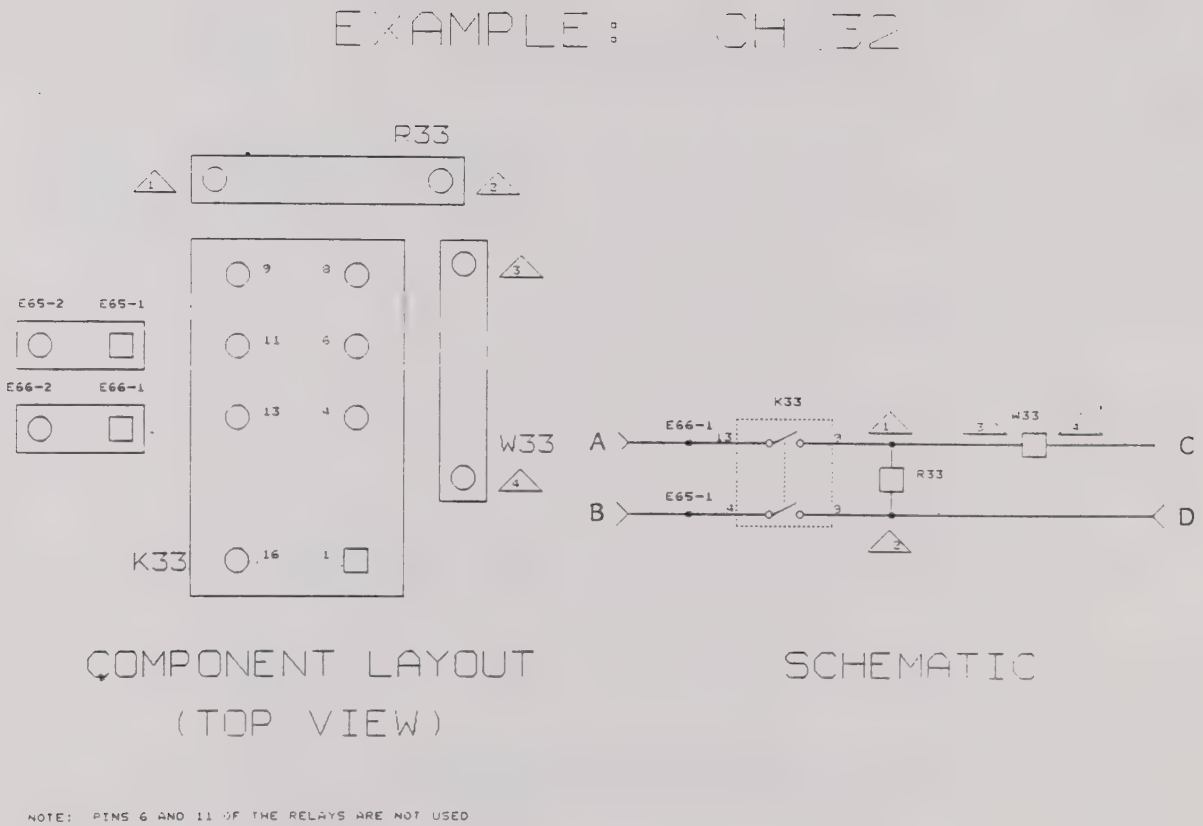
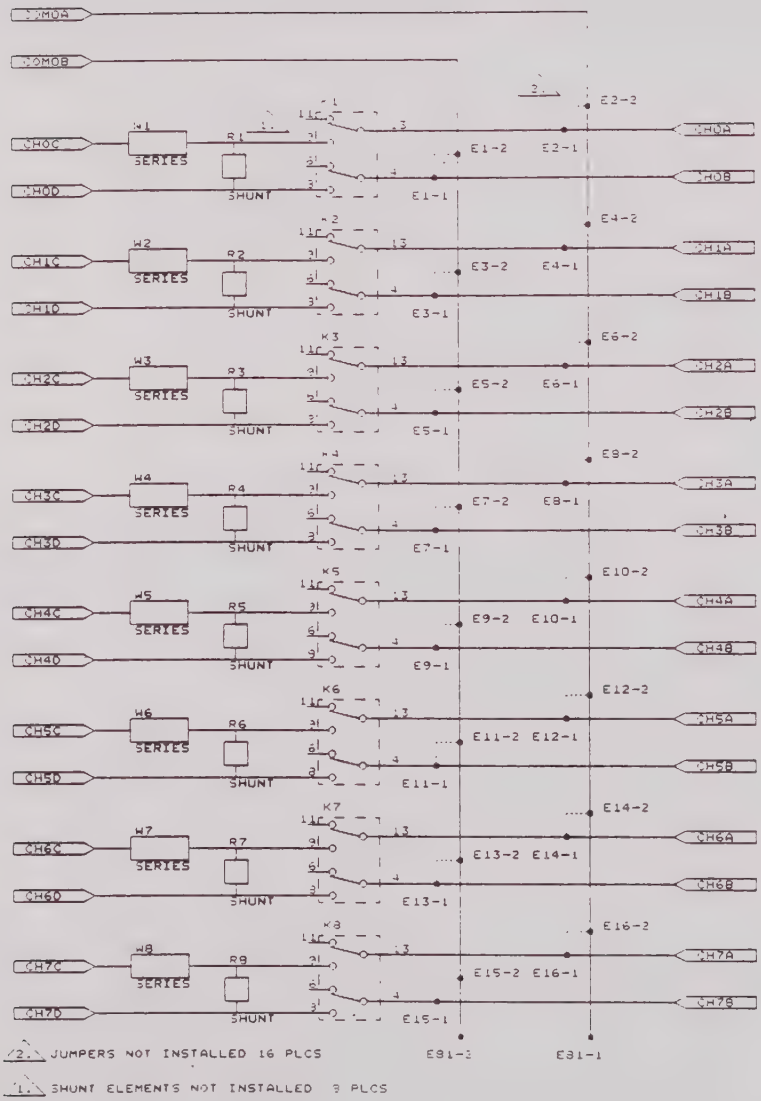

Figure 3-4, 1260-13 Components Per Channel
Figure 3-5, 1260-13 Jumper Locations
3.3.3 To install a shunt element at a particular, locate the "R" position which has a numerical assignment that is one higher than the channel number. For example, the shunt element associated with CH 19 will have the designation R20. The same procedure applies to the installation of a series element except, instead of an "R" designation, a series element will be installed on a "W" position. Since the module is shipped with jumpers installed on W1 to W40, installation of a series element will first require the removal of the jumper on the location of interest. Figure 3-4 summarizes the components associated with each channel. It also shows how the series and shunt elements are connected to the relay which is useful when the elements being installed have associated polarities.
3.3.4 Custom relay switching networks can be implemented by using jumpers and mounting holes on the module. Referring to Figure 3-4, mounting holes are provided on the "A" and "B" side of each relay. In addition, a pair of "common" lines with mounting holes run alongside each column of 8 relays. These lines can be used to implement a multiplexer using the 8 adjacent relays. For example, to implement an 8 x 1 multiplexer using K1 to K8, use jumpers to connect E1-1, to E1-2, E2-1 to E2-2,..., E16-1 to E16-2 (See Figure 3-5). K1 to K8 now composes a 2-wire, 8 x 1 multiplexer with COM0A and COM0B as the common pair. The other four columns of eight relays can be configured in the same manner to provide a total of five 8 x 1 multiplexers. The pin assignment of the common pairs in shown on Table 3-1.